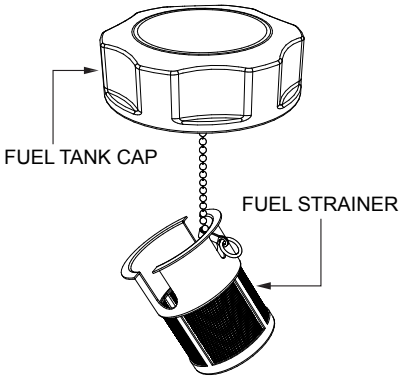

Figure 59. Fuel Strainer
3. Remove, inspect, and clean the fuel strainer (Figure 59) with solvent.